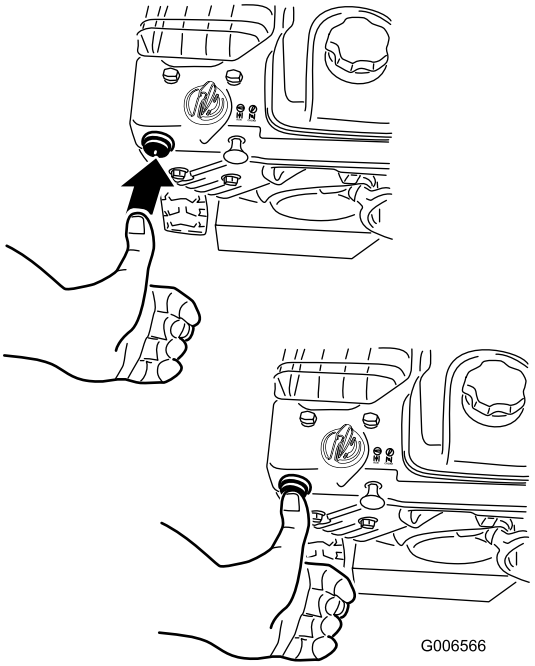

**Figure 27**
4. Firmly push in the primer with your thumb 2 times (15°F or -9°C or above) or 4 times (below 15°F or -9°C), holding the primer in for a second before releasing it each time (Figure 27).